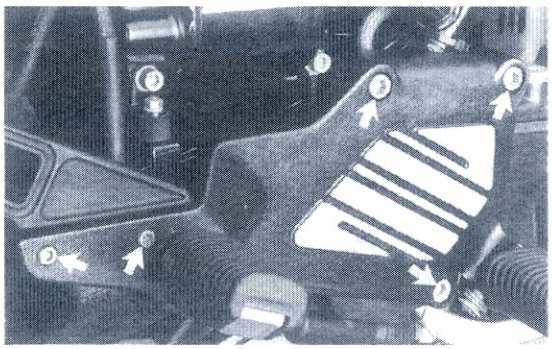

Bild 146
- Fussrastenplatten links und rechts (Bild 146) vom Rahmen abnehmen.